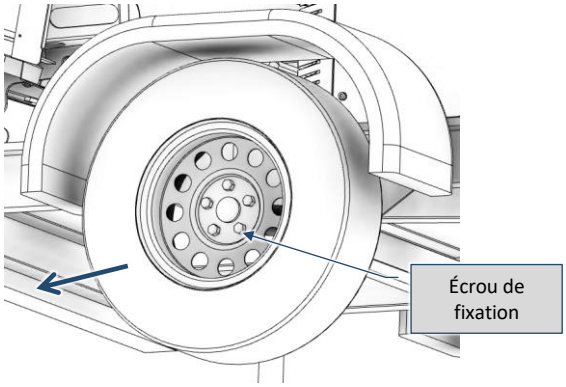

Fig. 9-37 – Retrait des écrous de fixation du pneu
- Retirez tous les écrous, enlevez la roue (Fig. 9-37) et remplacez-la par une roue du même type (pour le type de pneus pouvant être montés, référez-vous au manuel d'utilisation et d'entretien du chariot;